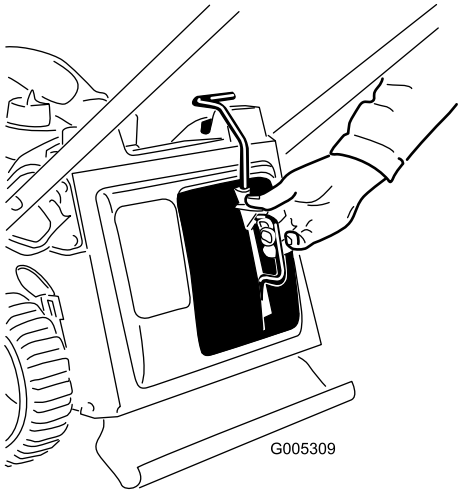
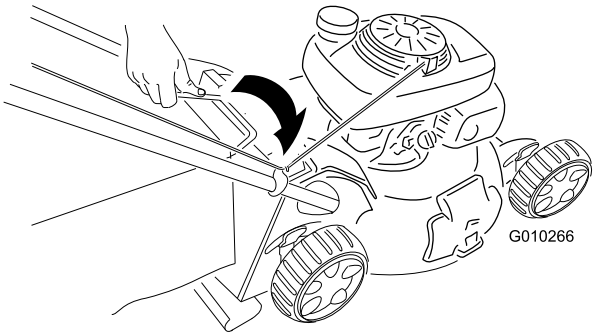

Figuur 19
Figuur 20
1. Plaats de mulchplug (Figuur 19) of de grasvanger (Figuur 20) op de machine.